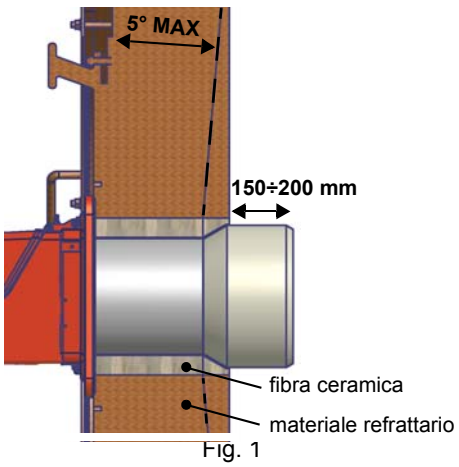

Fig. 1
- Caldaie a tre giri di fumo (con il primo giro fumi nella parte posteriore): il boccaglio deve entrare in camera di combustione per circa 150÷200 mm (Fig. 1).